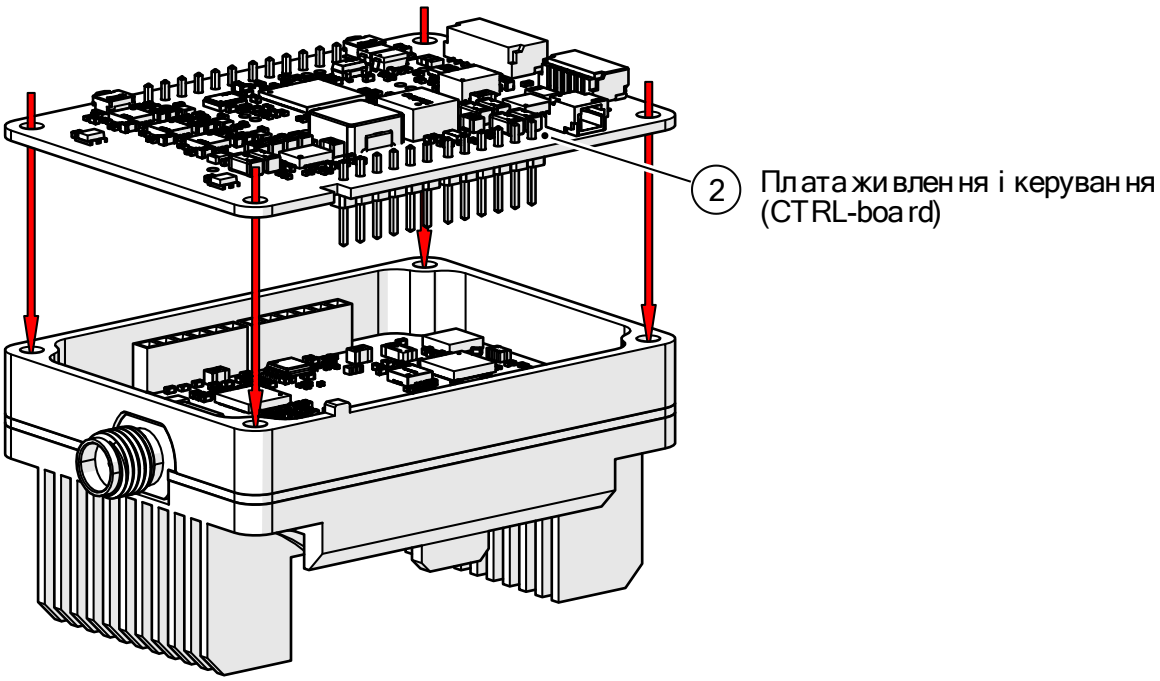

Рисунок 5
4.6. Встановити плату живлення і керування, забезпечивши вхід її виводів у відповідні роз'єми НВЧ-плати і суміщення кріпильних отворів (Рисунок 5). Для правильної орієнтації плати живлення і керування необхідно сумістити виріз на платі з виступом на рамці (Рисунок 5).